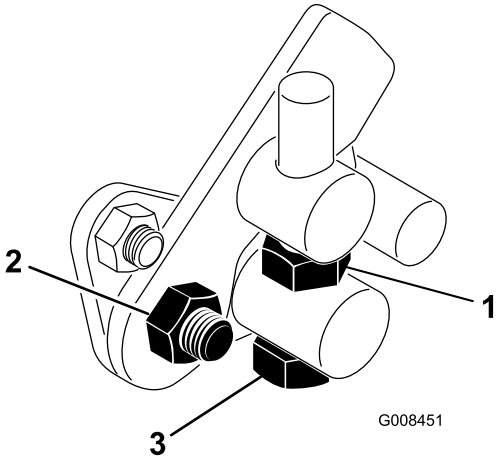

Figur 44
1. Løsn kontramøtrikken på trækbøjlen (Figur 44).
4. Tilspænd kontramøtrikken på tappens maskinskrue og møtrikken på pedalens drejetap for at låse justeringen (Figur 44). Kontroller justeringen, og juster som påkrævet.